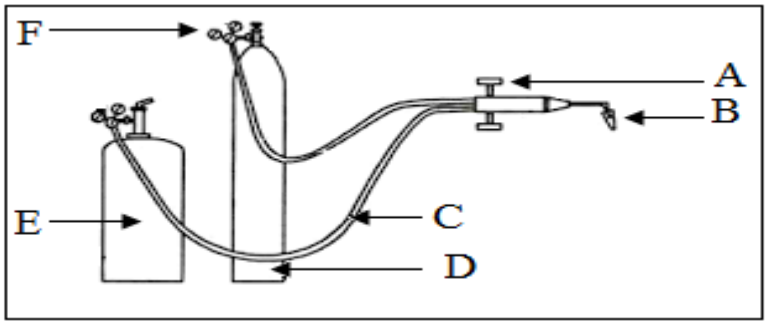

FIGURE 2 (6)
2.3 FIGURE 2 shows the equipment used for oxy-acetylene cutting and welding.